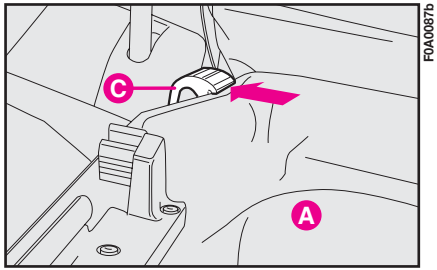

fig. 125
3) Accrocher les deux parties à l'aide des supports de blocage en caoutchouc **C-fig. 125**.